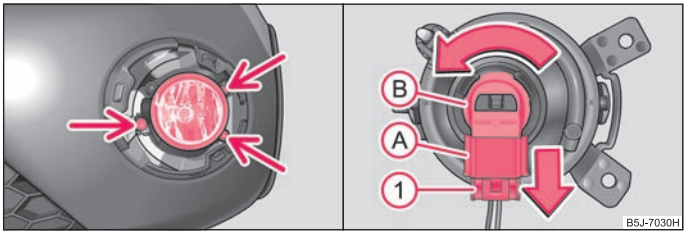

Fig. 168 Front bumper: Fog lights / changing the bulb
- Screw out the screws ⇒ fig. 168 with the aid of the screwdriver*, which is part of the vehicle tool kit[17].
- Press the locking button (1) ⇒ fig. 168 of the plug (A) and remove the plug from the socket (B).
- Turn the socket (B) with the bulb to the left up to the stop and take it out.
- Connect the plug (A) to the socket (B).